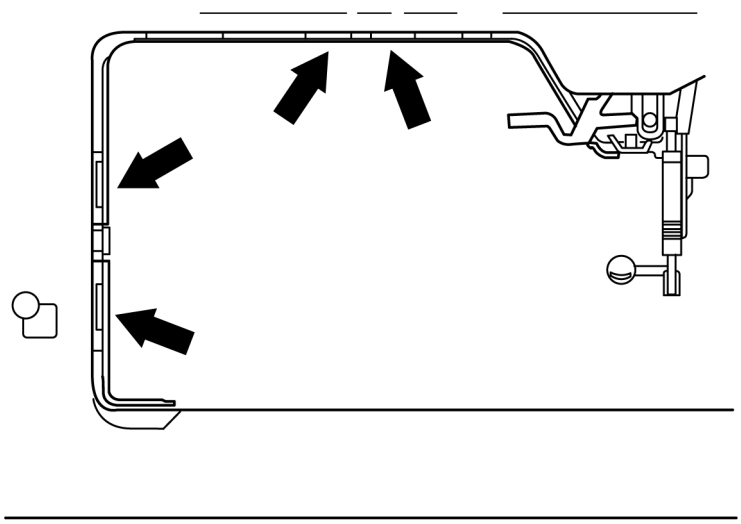

Рис. 11
- Нажав пальцами на отмеченные стрелками места, расцепите фиксирующие защелки на внутренней стороне рукава (рис. 11).